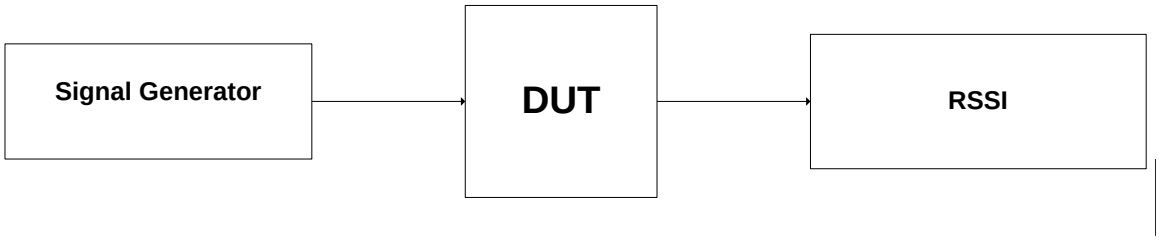

Figure 1. Test Setup.
Appendix A Figure 1 DSP/NAV board
1) Test Setup as shown in figure 1.